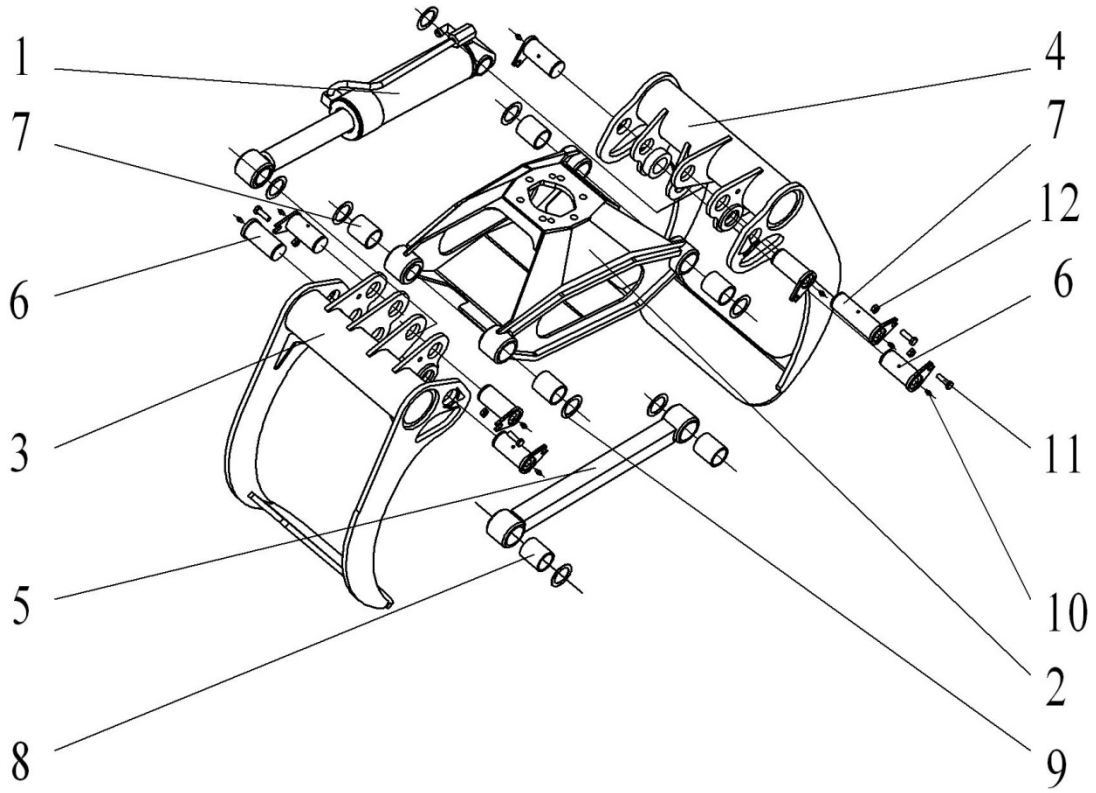

Рисунок 7.1 – Захват грейферный А35
Устройство грейфера показано на рис. 7.1.
8.4.3 Места смазывания – втулки (подшипников шарнирных) гидроцилиндра и соединений челюстей и корпуса поз. 2, 3, 4 (см. рисунок 7.1).